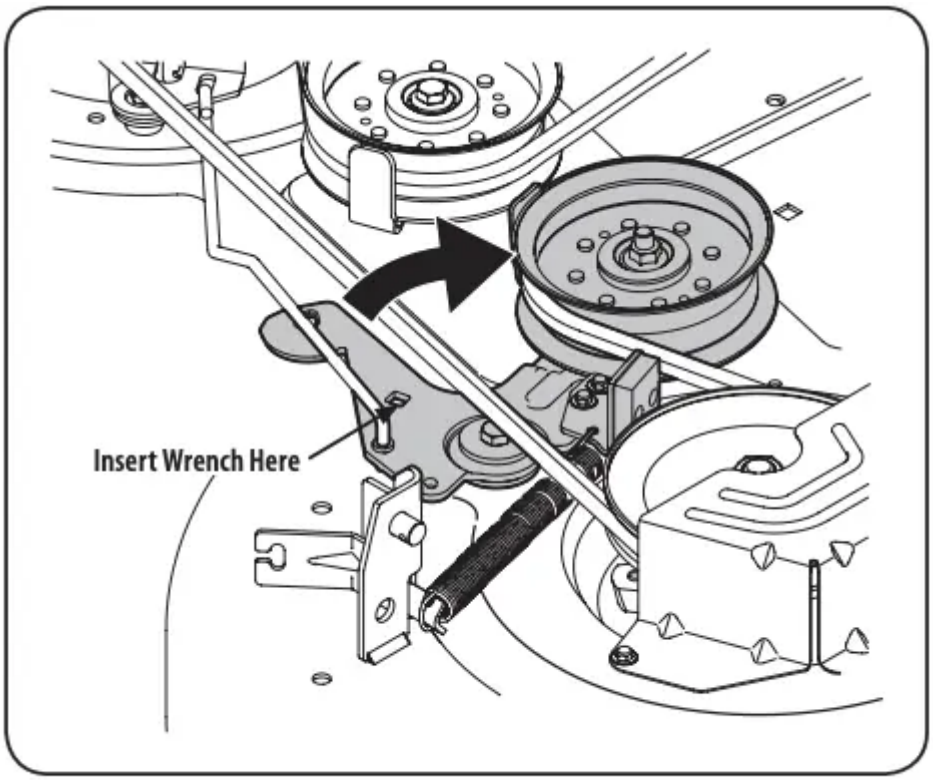

Figure 26
- f. Working on the right side of the tractor, insert a 3⁄8” drive ratchet wrench, set to tighten, into square hole found on the idler bracket. See Figure 26.